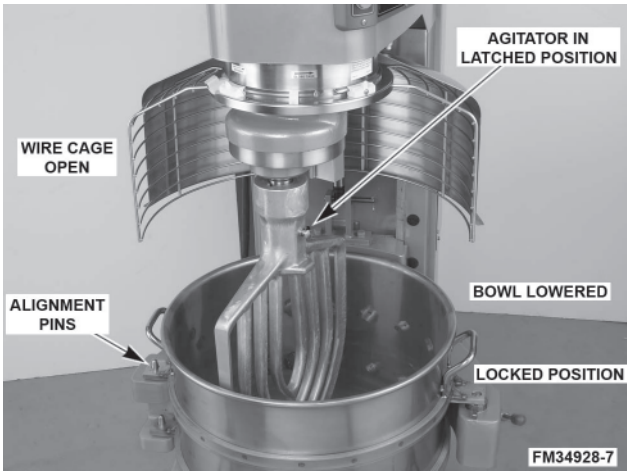

**Fig. 6**
3. Swing the bowl into the locked position on bowl support (Fig. 6).
3. Slide the agitator up the agitator shaft until it stops and latches (Fig. 6).